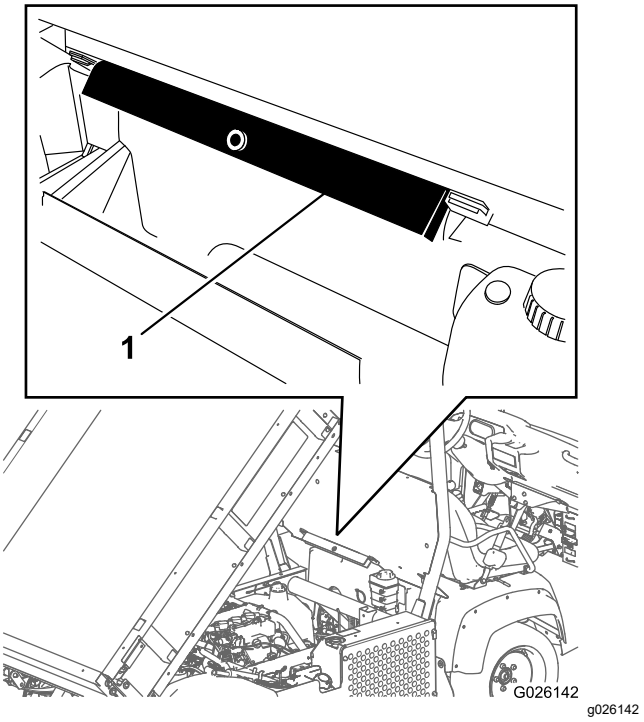

Figuur 31
2. Verwijder de laadbakbeveiliging van de opberghaken op de achterkant van het paneel van de rolbeugel (Figuur 31).